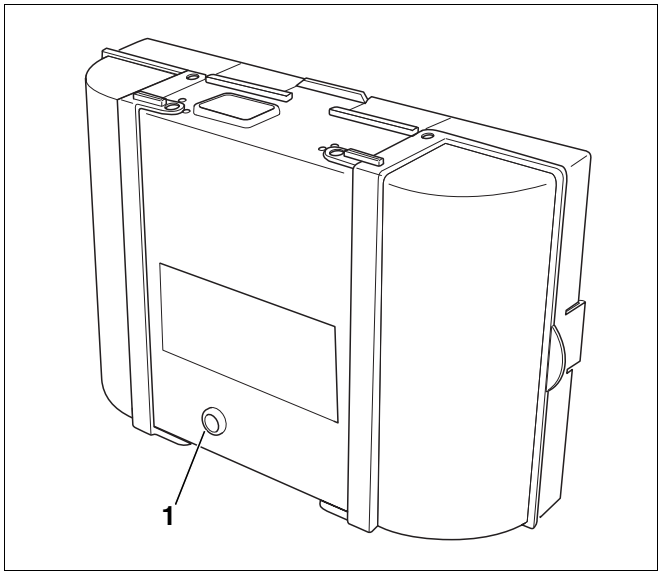

Rys. 12 Kasowanie usterek na automacie palnikowym
- W celu skasowania usterki nacisnąć przycisk odkłócający (rys. 12, **poz. 1**).